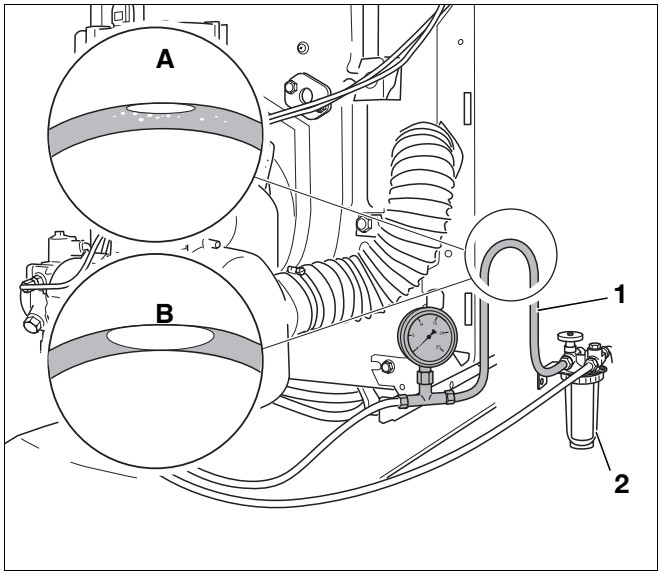

Rys. 48 Sprawdzenie szczelności przewodu ssącego
- Przezroczysty wąż należy zamontować (Rys. 48, **Poz. 1**) na przewodzie ssącym za filtrem oleju (Rys. 48, **Poz. 2**).
- Podwiesić pętlę przezroczystego węża w pokazany sposób (Rys. 48).
- Sprawdzić optycznie ilość gromadzącego się powietrza (Rys. 48, **powiększenie a** i **B**).
Jeżeli w najwyższej części pętli (Rys. 48, **powiększenie A**) zbierze się tylko niewielka ilość powietrza, oznacza to, że przewód olejowy jest wystarczająco szczelny.
Jeżeli pęcherze powietrza są większe (Rys. 48, **powiększenie B**), oznacza to, że przewód ssący i/lub przyłącza są nieszczelne.